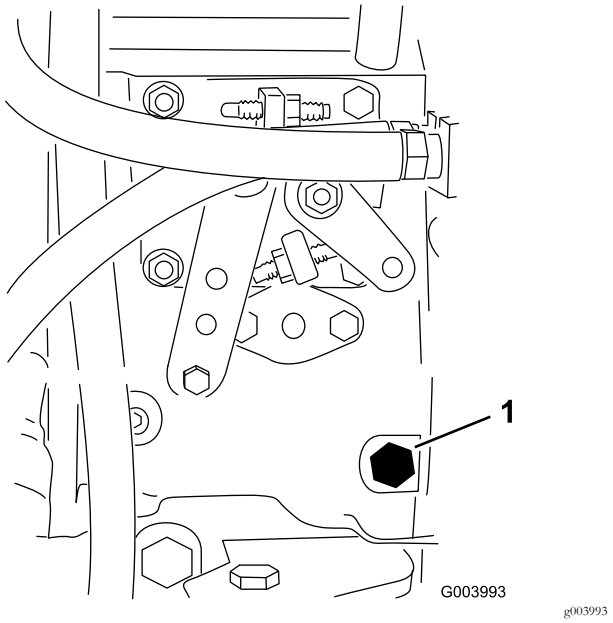

**Figura 22**
3. Con una chiave di 12 mm aprite la vite di spurgo dell'aria, situata sulla pompa di iniezione del carburante (Figura 22).